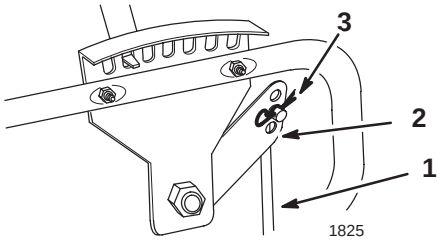

Bild 6
8. Sichern Sie das obere Ende der Höheneinstellstange mit einem Splint am Höheneinstellgriff ab (Bild 6).